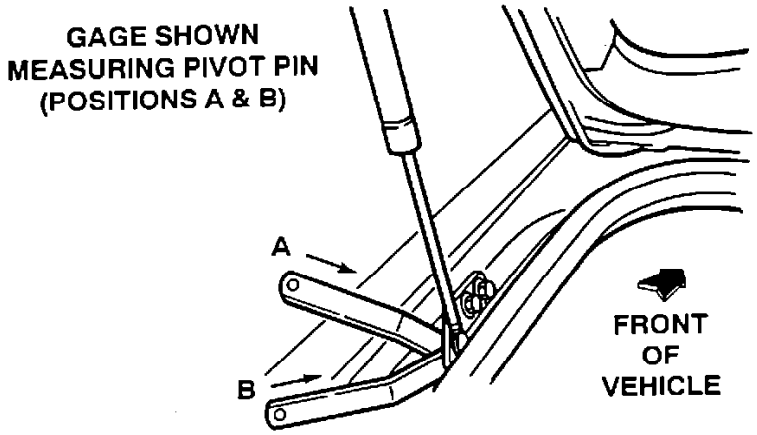
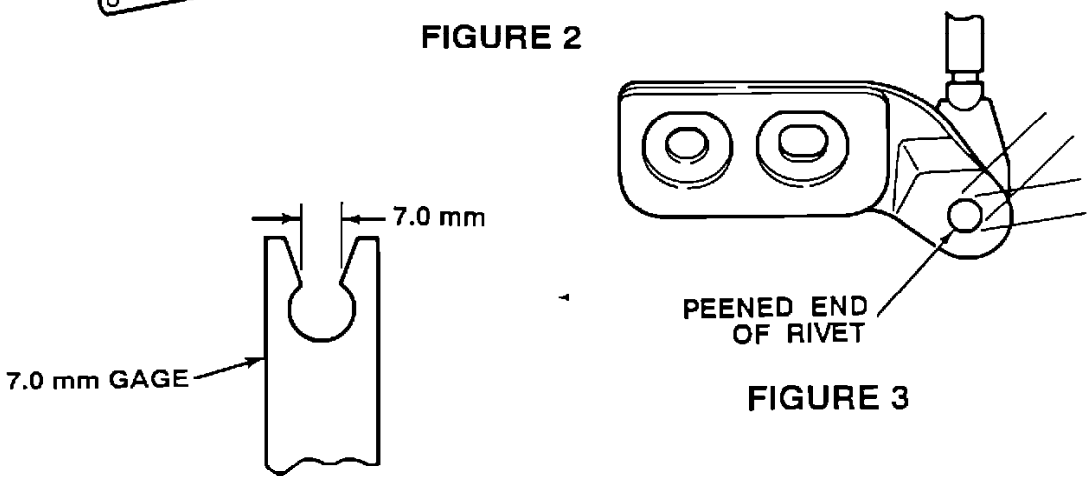

FIGURE 2
FIGURE 3
2. Measure the diameter of the peened end (bracket side) of the rivet (see Figure 3) that attaches the liftgate strut, using the 7.0 mm gauge provided. It should be measured in at least two different places. See A & B, Figure 2.